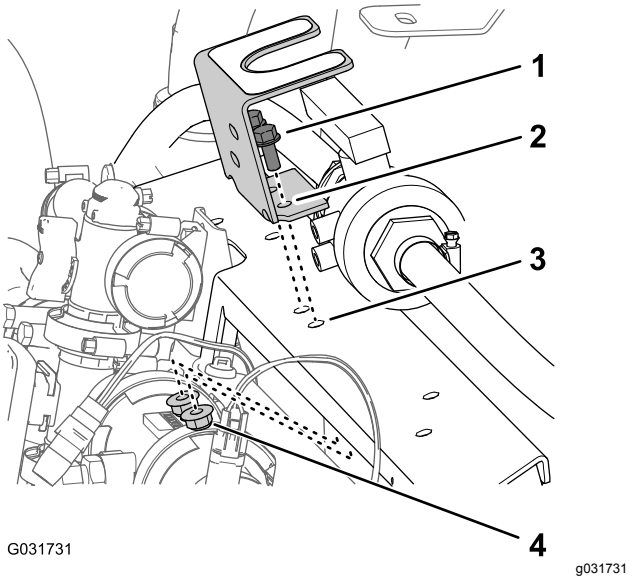

Figur 229
1. Rikta in hålen på monteringsfästet för kulventilen som du tog bort i steg 4 i 9 Koppla ur satsen för EU-överensstämmelse (tillval) (sida 22) med hålen i grenrörsfästet som du borrade i Borra grenrörsfästet (sida 102) enligt Figur 229.
2. Montera monteringsfästet på grenrörsfästet (Figur 229) med de två flänsskruvar (5/16 x 3/4 tum) och flänslåsmuttrar (5/16 tum) som du tog bort i steg 4 i 9 Koppla ur satsen för EU-överensstämmelse (tillval) (sida 22).